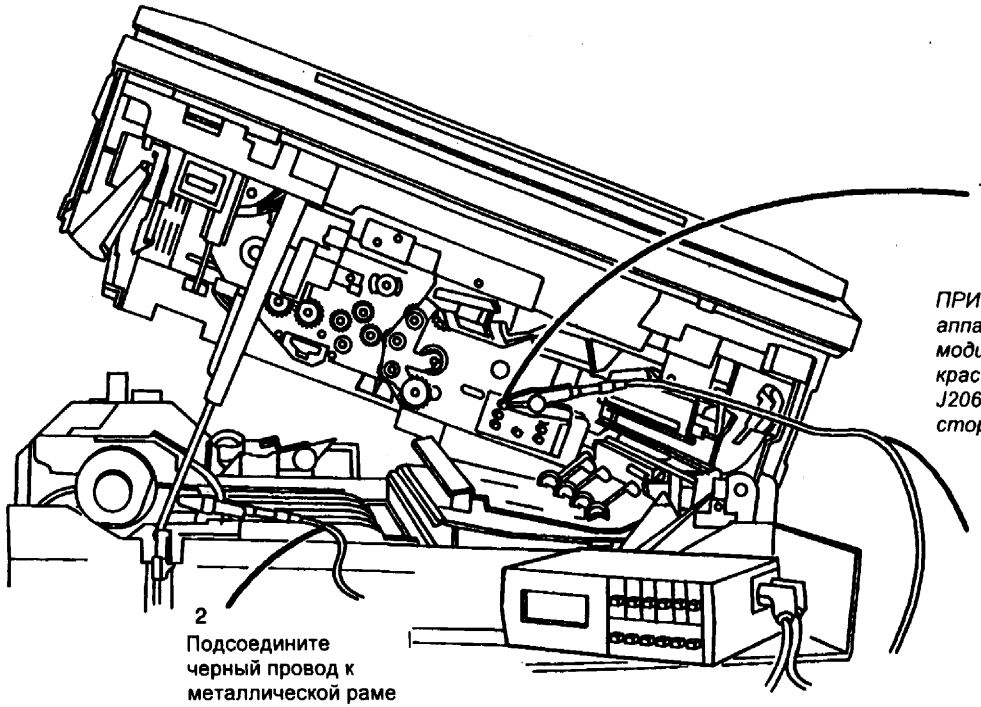

Рис. 1 Подключите прибор к земле и к контакту 7 разъема P204
4. (Рис. 1) Подсоедините контрольно-измерительный прибор к аппарату.
3. Когда вы получите правильные значения тока, отмените [9-1]. Рис. 1 Подсоедините контрольно-измерительный прибор между заземлением и контактом 7 разъема P204.
2. (Рис. 1) Подсоедините черный провод контрольно-измерительного прибора к металлической раме аппарата.